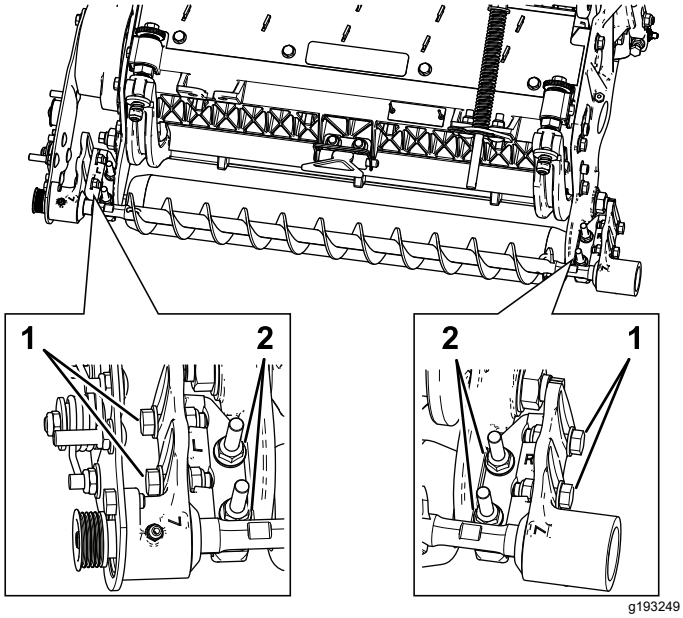

Figura 13
A. Desaperte as (2) porcas flangeadas de retenção que fixam o suporte de montagem da escova do rolo à placa lateral da unidade de corte (Figura 13).
B. Rode a caixa de rolamentos da escova do rolo, até que a placa da escova fique paralela à placa lateral da unidade de corte (Figura 13).
C. Aperte as duas porcas de bloqueio flangeadas que fixam o suporte de montagem da escova do rolo à placa lateral da unidade de corte (Figura 13).
1. Desaperte os dois parafusos que fixam a caixa de rolamentos da escova do rolo ao suporte de montagem do mesma (Figura 13).